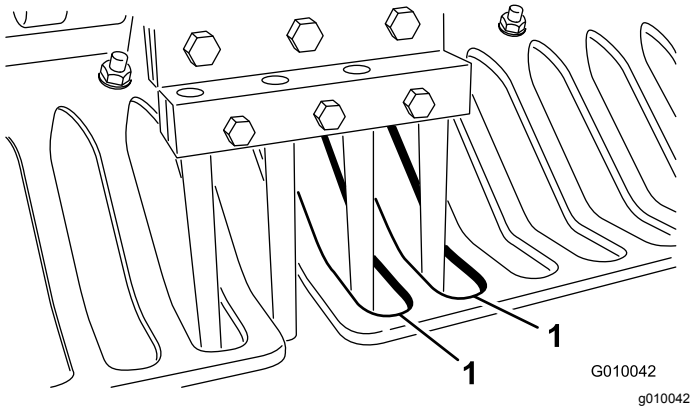

Rysunek 27
7. Sprawdź, czy zęby znajdują się na środku szczelin w osłonach od darni (Rysunek 27). Wyreguluj osłony od darni odpowiednio do potrzeb i dokręć nakrętki.